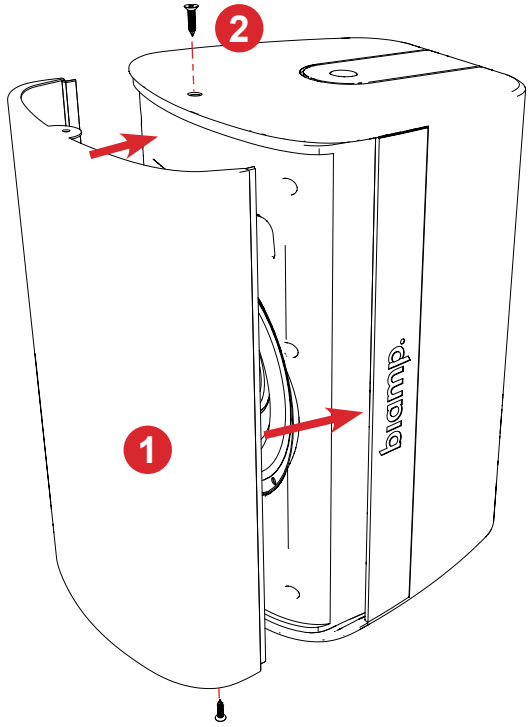

Figure 21. Reassemble the loudspeaker, carefully insert grille tabs and sides into the cabinet then re-install screws.
6. Remove all of the masking materials and reassemble. **IMPORTANT:** The grille must be reinserted as carefully as it was removed - insert the sides into the cabinet with the top and bottom tabs fitting in the channel in the cabinet face. Do not push on the center of the grille as it may deform or not seat properly and adversely affect performance. Re-secure the grille with the screws in the top and bottom of the loudspeaker (Figure 21).